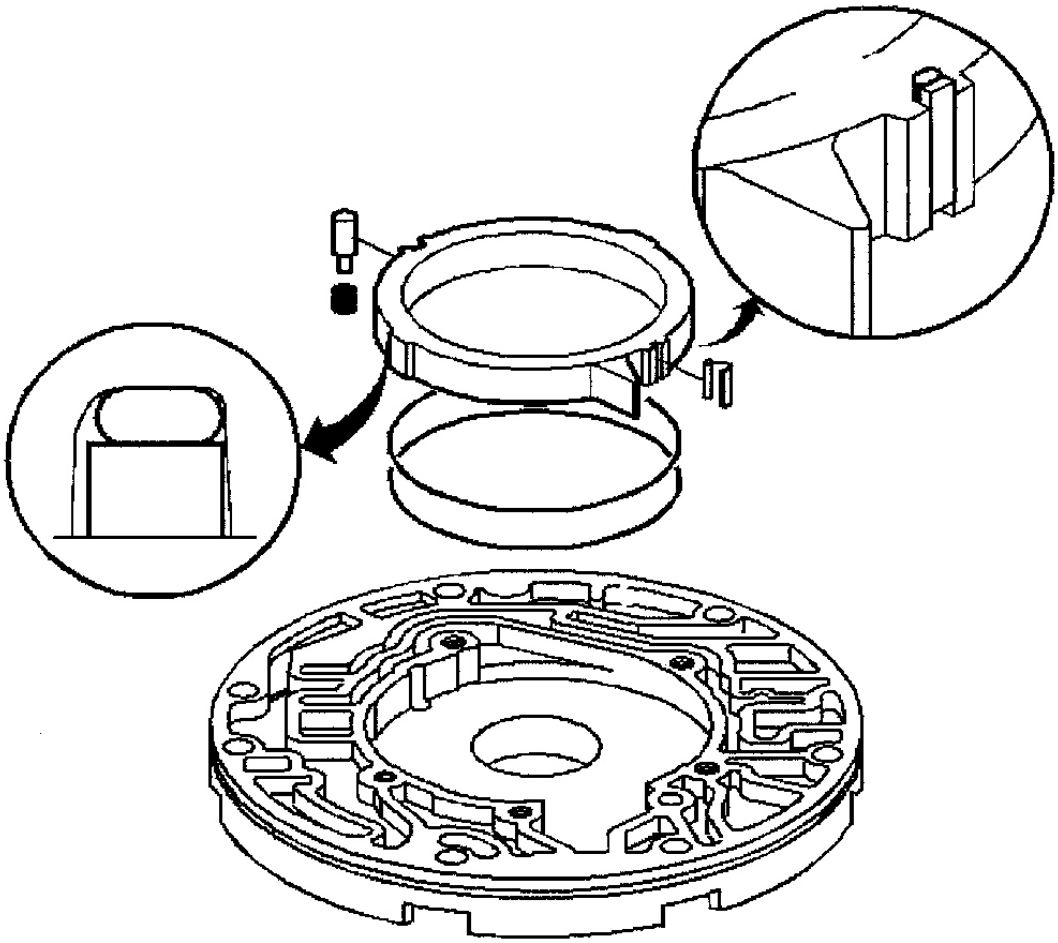

Fig. 37: Assembling Oil Pump Internal Components
1. Install "O" ring and seal ring in groove on back side of pump slide. Retain seal ring using petroleum jelly. Install pivot pin and spring in pump body. Install pump slide. Notch in pump slide must align with pivot pin hole and with flat oil seal ring facing downward in pump pocket. Install slide seal and support. See **Fig. 37** .